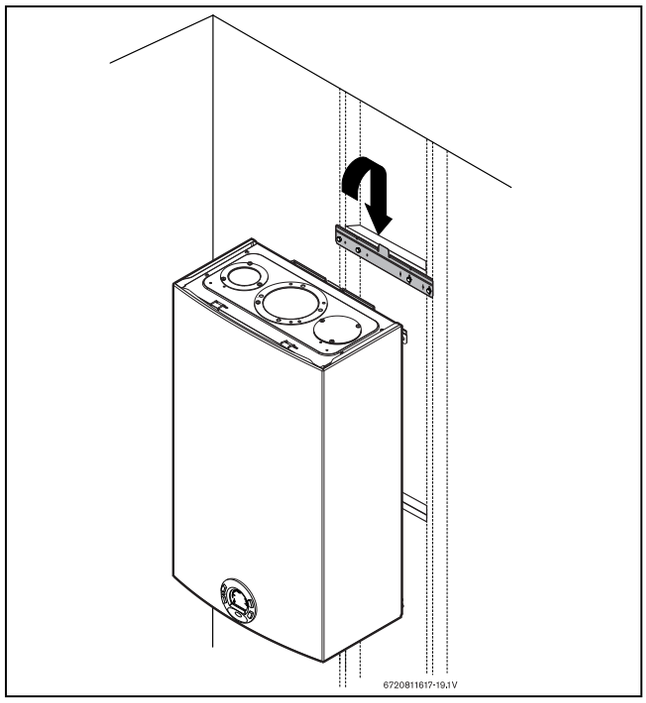

Fig. 31 Mounting the heater
- Hang the appliance on the bracket, see fig. 31, page 26.